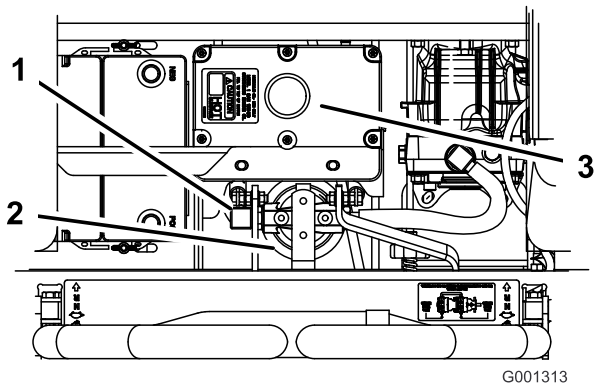

Figur 67
4. Ta bort den högra hydraulledningen som går ner i adaptern (Figur 67).
6. Montera den högra hydraulledningen på adaptern (Figur 67).